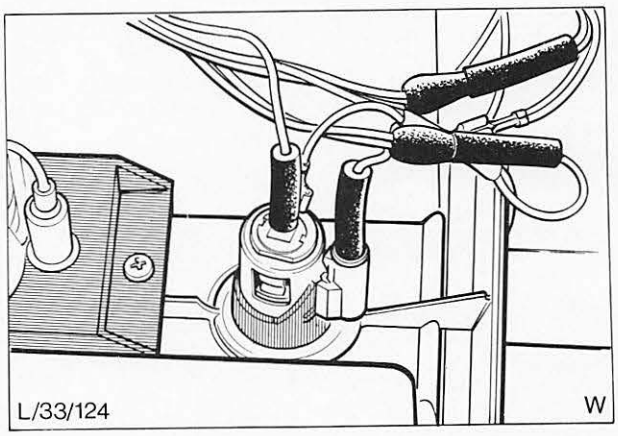

Abb. 22 Zigarettenanzünder in der Mittelkonsole
4. Kabel an der Rückseite des Zigarettenanzünders abklemmen und Anzünder herausdrücken, Abb. 22.